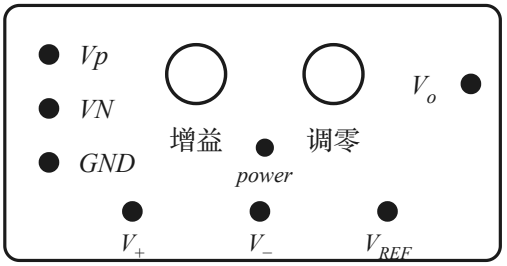
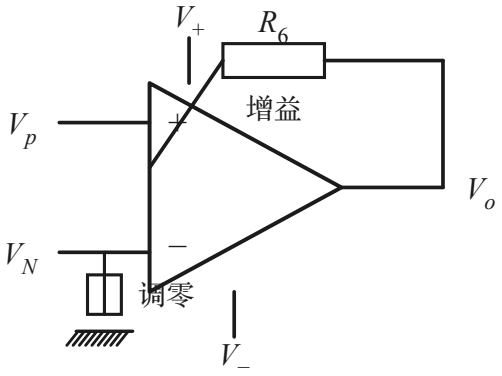

图 4 可调增益差动放大器面板示意
图 5 差动放大器电原理示意
4、可调增益差动放大器（最大放大倍数 100 左右）。可调增益差动放大器实物图见图 4，电原理图如图 5。图中 V_+ 和 V_- 分别为电源正（+15 V）和电源负（−15 V），V_p 和 V_N 分为差动信号输入端，V_o 为信号输出端，GND 为接地端，*VREF* 悬空（不需另接电源）。两组 V_+ 和 V_- 只需接一组即可。